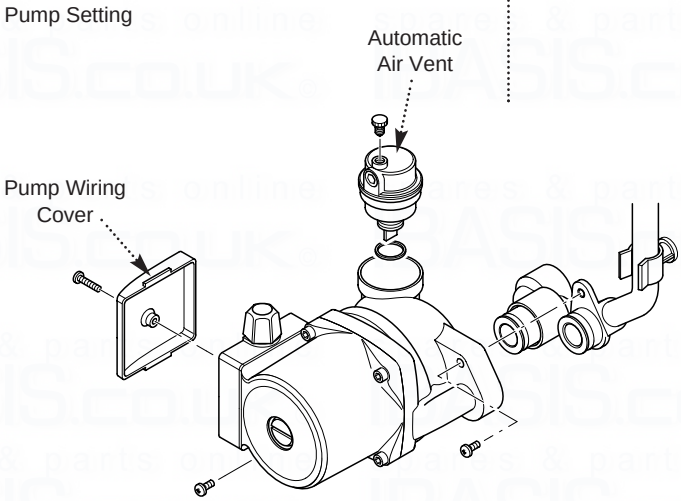

Fig. 59
12.13 Pump - Complete (Fig. 59)
12.14 Automatic Air Vent (Fig. 59)